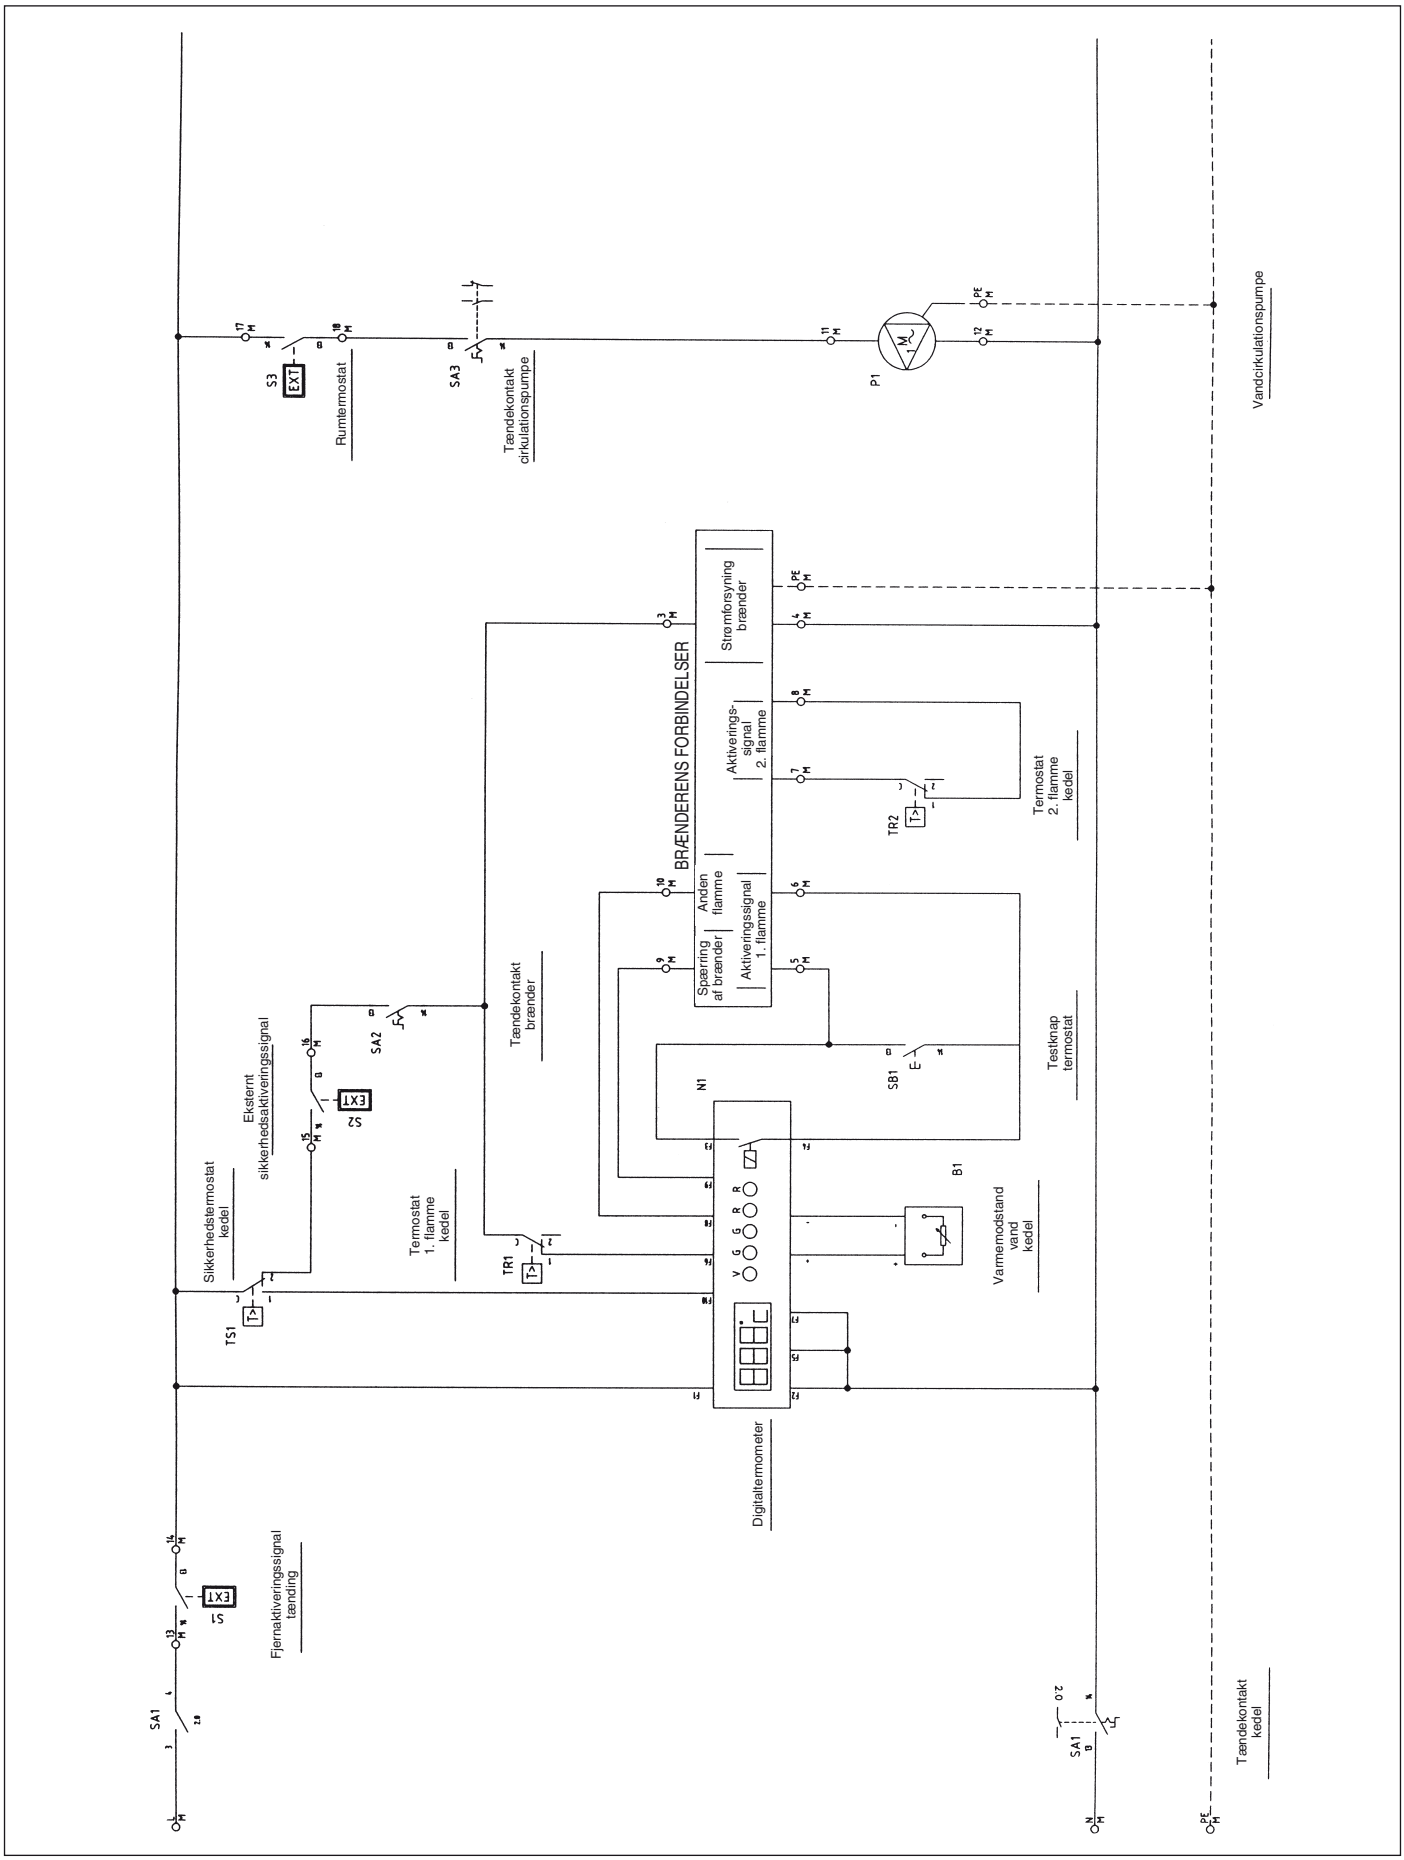

Fig. 17
6.4 Eldiagram for brænder og enfaset pumpe (Fig. 17)